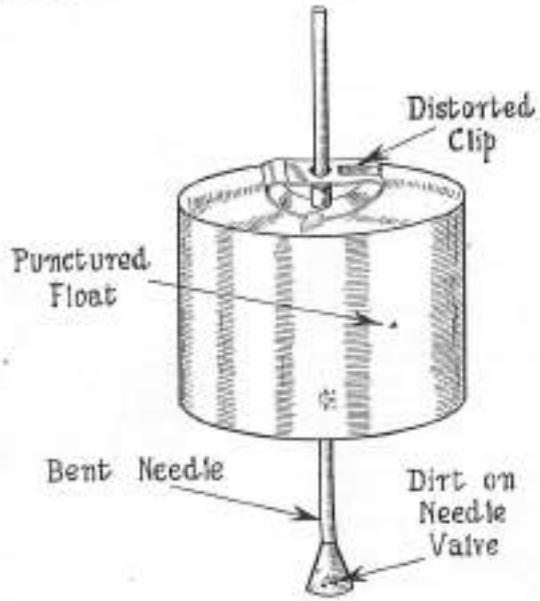

FIG. 20. SOME POSSIBLE CAUSES OF CARBURETTOR FLOODING
2. Flooding of the carburettor (see Fig. 20).